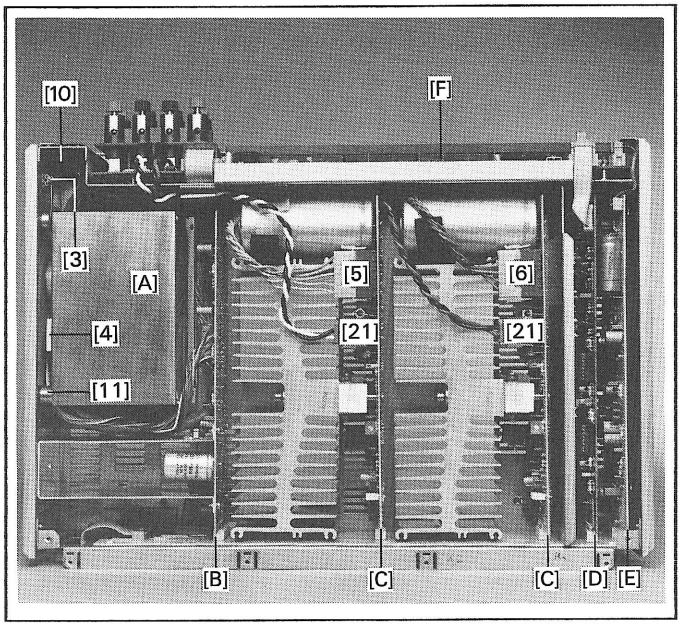

Fig.2.3
- Die drei Steckverbindungen (16), (18), (20) ziehen.
- Die beiden Kabel (21) zu den Endstufen ausziehen und freilegen (Fig.2.3).
- Die fünf Befestigungsschrauben (22) des Prints entfernen.
- An der Geräteunterseite die beiden Schrauben (23) des D-Typ Steckers entfernen.